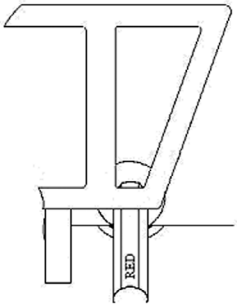

Figure 11c: Fail, passes under with no contact.
- If the cylinder passes completely under the rail without touching the rail, the space fails (figure 11c).